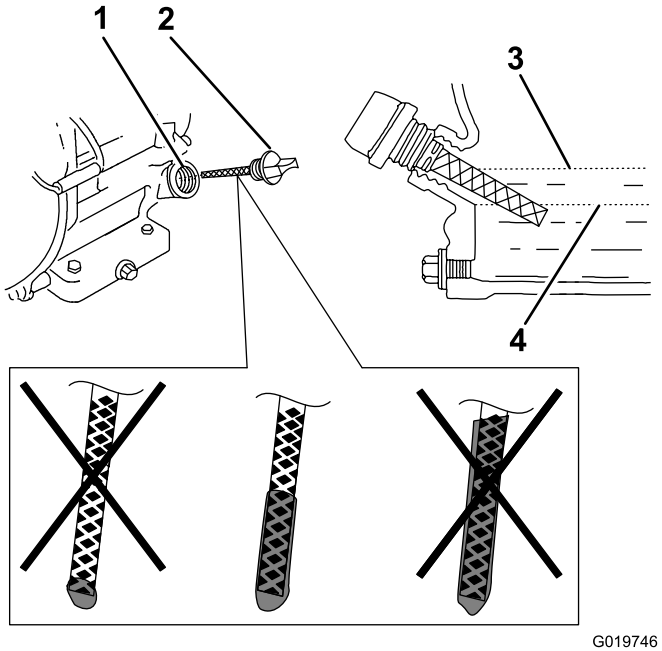

Figure 34
4. Retirez le bouchon de remplissage/jauge d'huile et essuyez soigneusement son extrémité (Figure 34).
5. Insérez complètement la jauge d'huile dans l'orifice de remplissage, mais ne la vissez pas (Figure 34).
6. Ressortez la jauge et examinez l'extrémité. Si le niveau est bas, versez lentement juste assez d'huile dans l'orifice de remplissage pour amener le niveau au repère maximum (Full) sur la jauge (Figure 34).
7. Revissez la jauge en place (Figure 34).